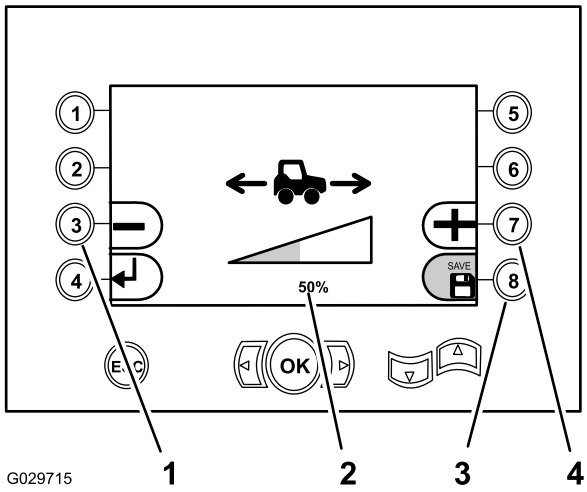

Figura 41
- Pressione o botão 3 (Figura 41) para reduzir o percentual da velocidade de locomoção que se pode aplicar com o joystick de tração (até 15% da velocidade de locomoção que se pode imprimir com o pedal).
- Pressione o botão 7 (Figura 41) para aumentar o percentual de velocidade de locomoção que se pode definir com o joystick de tração.
3. Pressione o botão 8 para salvar a configuração (Figura 41).